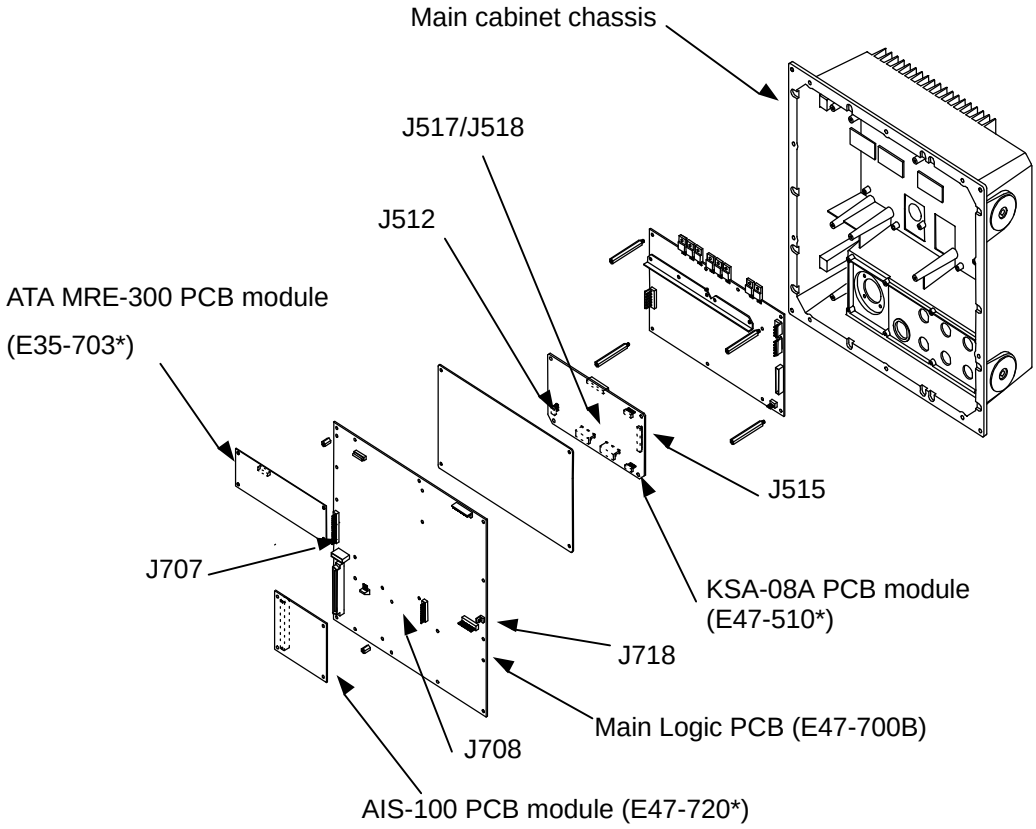

Figure A.2 Fitting ATA, AIS and Gyro Interface modules into Main Logic PCB
(1) Dismount the Main Logic PCB E47-700* disconnecting cables connected to the PCB.
(2) Unscrew the four 3 mm fixing screws on the corner of the Power PCB E47-600*. The four screws will be used for fixing the Gyro Interface chassis.
(3) Locate the position of the four fixing studs at the corner on the Power PCB prepared for the KSA-08A module. (Refer to the figure A.2)
(4) Put and fix the KSA-08A module chassis with E47-510A PCB on the studs using the four 3 mm fixing screws and connect cables to connector J708 on the backside of the Main Logic PCB. (Refer to the figure A.2)
(5) Fix the Main Logic PCB E47-700* at the position again.
(6) Reconnect the cables to the connectors J707 and J718 on the topside of the
Main Logic PCB. (Refer to the figure A.2)